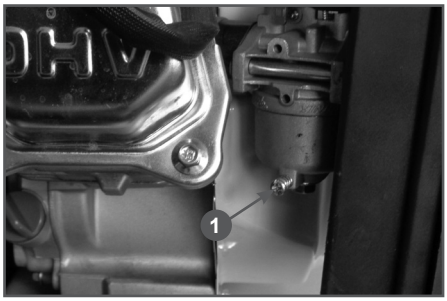

Рис. 24 Обслуживание фильтра-отстойника PC5332F
2. Выкрутите винт 1 сливного отверстия на 2-3 оборота и слейте топливо из поплавковой камеры карбюратора (Рис. 24).